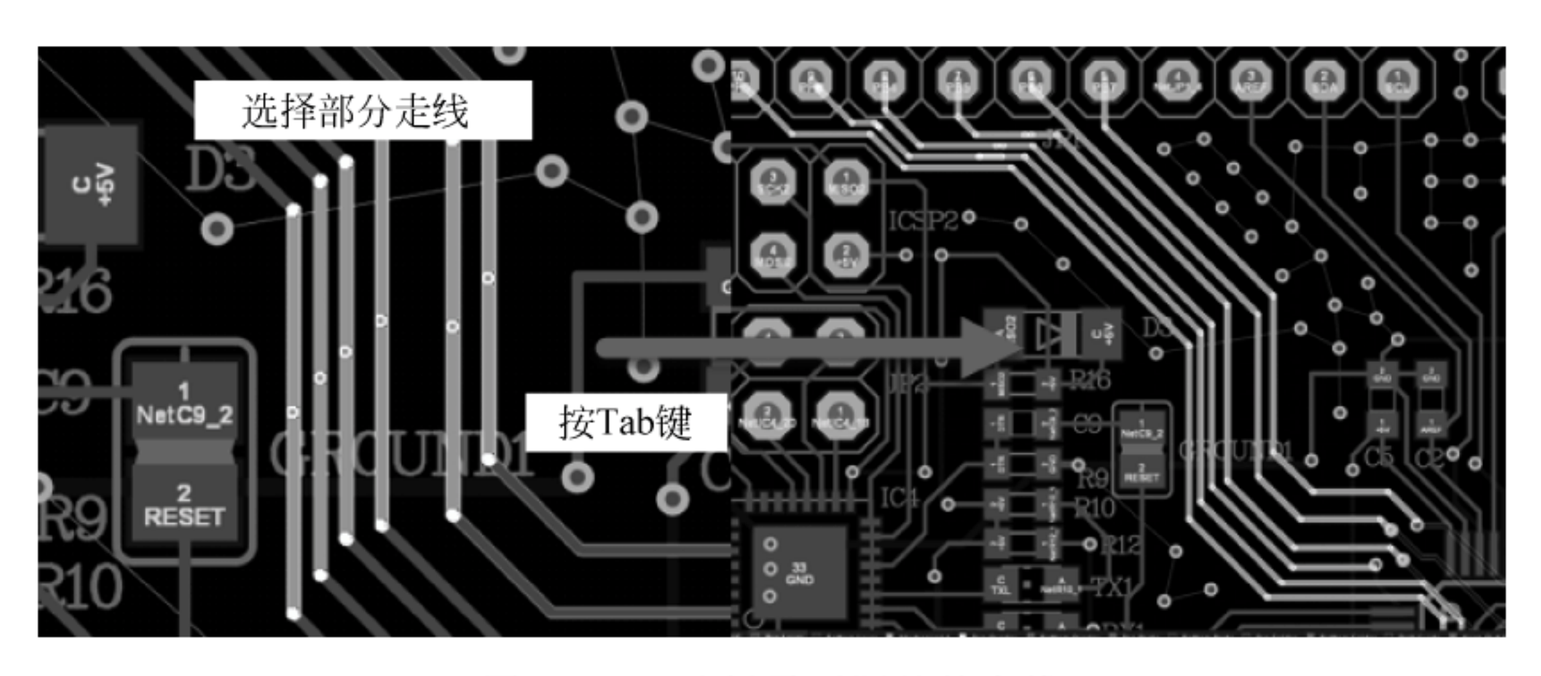

图 1-252　选择需要调整的走线
(1) 选择一部分要调整的走线，然后按 Tab 键，这时会选中全部对应的网络，如图 1-252 所示。